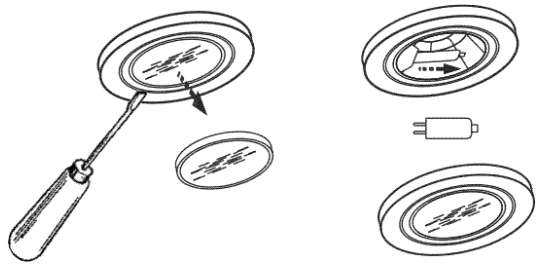

рис. 10
8.6 Замену электрической галогенной лампы производите в следующей последовательности (рис. 10):